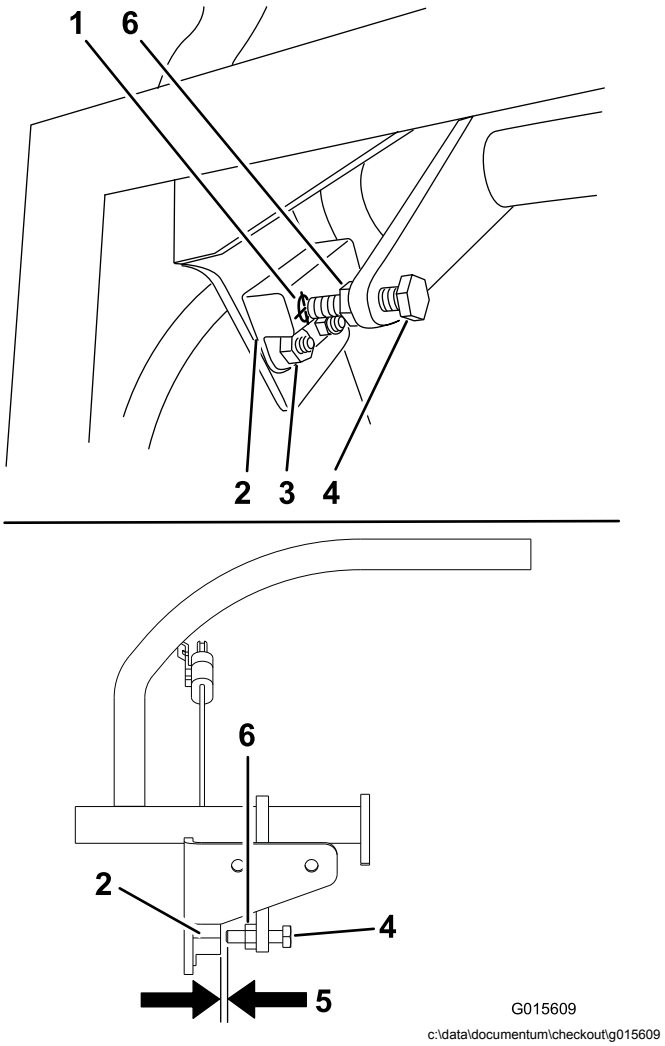

Rysunek 57
1. Upewnij się, że śruba zamocowana do dźwigni sterowania trafia w wypustkę czujnika zbliżeniowego (Rysunek 57).
2. W razie potrzeby poluzuj śruby i wyreguluj czujnik zbliżeniowy tak, aby jego wypustka trafiała w śrubę zamocowaną do dźwigni sterowania (Rysunek 57).
3. Sprawdź odległość od śruby do czujnika zbliżeniowego, musi ona wynosić między 0,51 a 1,02 mm, jak pokazano na Rysunek 57.
5. Po wyregulowaniu śruby dokręć przeciwnakrętkę (Rysunek 57).